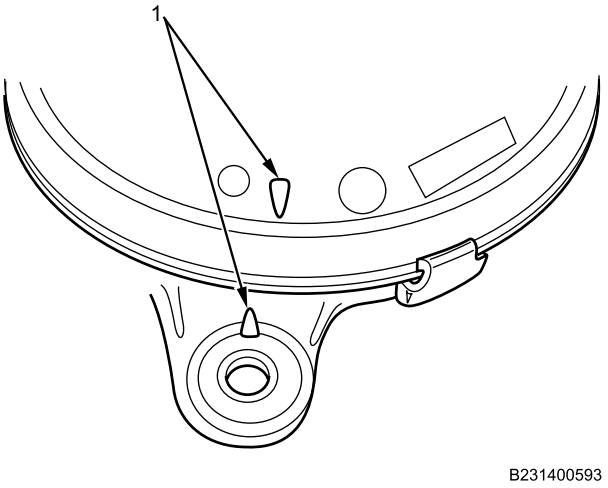

Figure 5. Clock Spring Timing.
1. Center clock spring by rotating clockwise until first point of binding is reached. Then rotate counterclockwise three and one-half turns and continue counterclockwise until centering marks (Figure 5, Item 1) align. Ensure that clock spring has seven full turns lock to lock without binding.